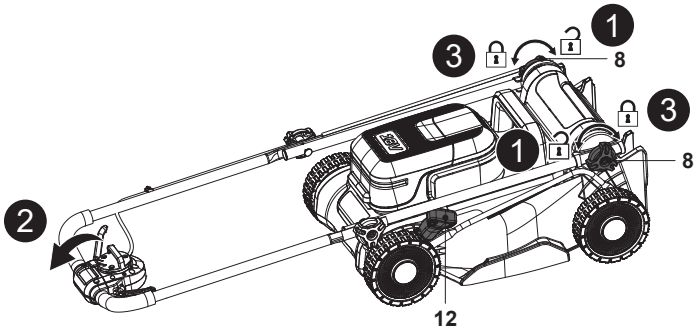

Rys. 22
1. Przed przechowywaniem wyłączyć maszynę i wyjąć akumulator (24).
- Zdemontować kosz na trawę (7) / wkładkę mulczującą (23).
- Ustawić dźwignię regulacji wysokości koszenia (12) w najniższym położeniu.
- Poluzować dwa pokrętła blokujące (8), nie wyjmując ich, a następnie całkowicie złożyć uchwyt (rys. 22, kroki 1, 2).
- Jeśli kosiarka ma być przechowywana w pionie, zabezpieczyć połączenia, obracając oba pokrętła blokujące (8) w celu uniknięcia rozdzielenia się elementów (rys. 22, krok 3).